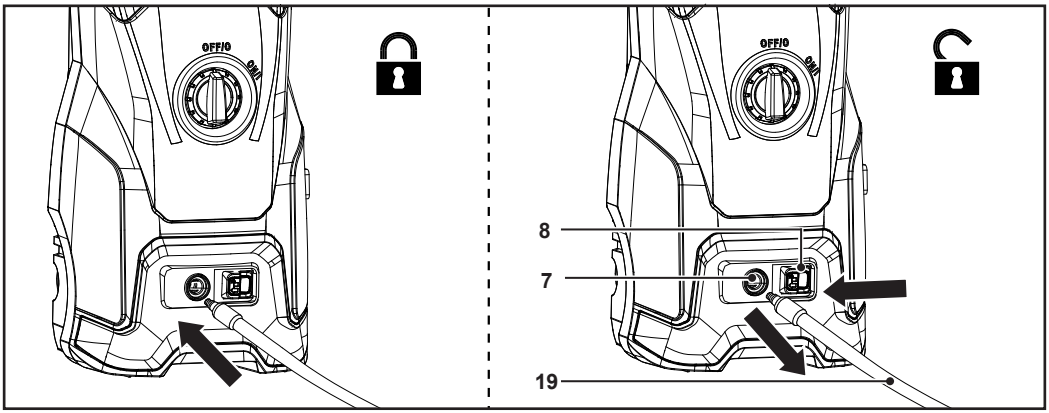

Fig. 5
1. Para conectar, insira a mangueira de pressão (19) na saída de água (7). A mangueira de pressão emite um som de bloqueio ao encaixar devidamente no lugar (Fig. 5).
2. Para desconectar, deslize o botão deslizante (8) em direção à saída de água (7) (Fig. 5). Ao mesmo tempo, puxe a mangueira de pressão (19) para fora da saída de água (Fig. 5).